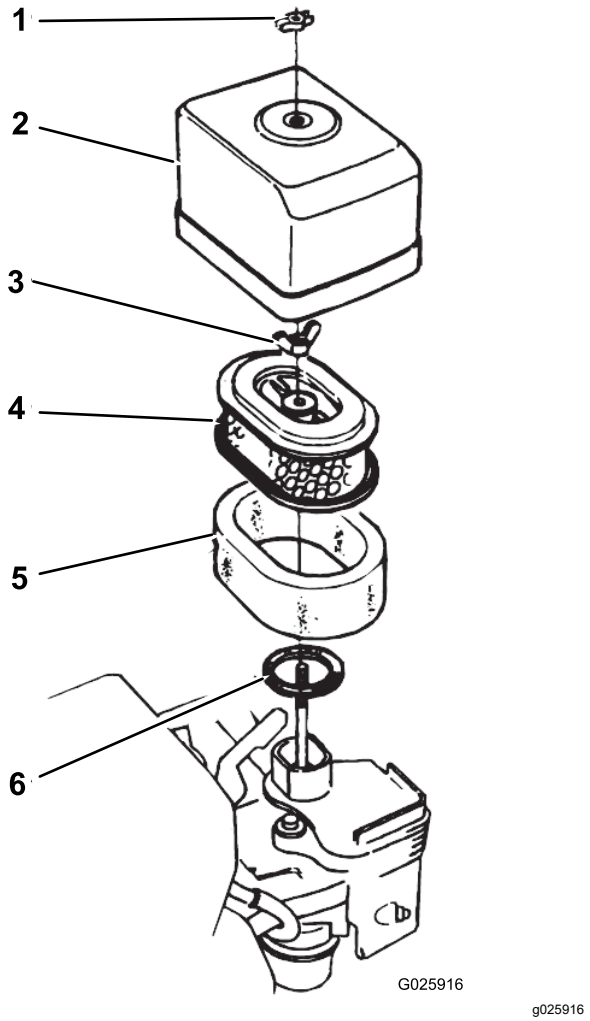

**Figur 31**
2. Ta bort vingmuttern som fäster luftrenarkåpan på luftrenaren och ta bort kåpan (Figur 31).
5. Montera luftrenarkåpan på luftrenaren med vingmuttern (Figur 31).
1. Avlägsna vingmuttern som fäster luftrenarkåpan på luftrenaren och avlägsna kåpan (Figur 31).
2. Avlägsna vingmuttern från luftfiltret och avlägsna filtret (Figur 31).
3. Avlägsna luftfiltrets skumplastinsats från pappersinsatsen (Figur 31).
1. Montera luftfiltrets skumplastinsats på pappersinsatsen (Figur 31).
2. Inspektera att packningen inte är sliten eller skadad (Figur 31).
3. Säkerställ att packningen är placerad på luftintaget för förgasaren (Figur 31).
4. Montera luftfilterelementen på förgasaren med vingmuttern (Figur 31).
5. Montera luftrenarkåpan på förgasaren med den andra vingmuttern (Figur 31).